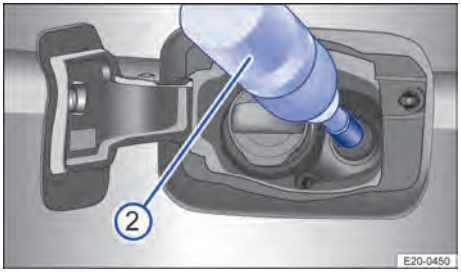

Fig. 181 Detrás de la tapa del depósito de combustible: cargar AdBlue con una botella de recarga (representación esquemática).
2. Coloque la botella de recarga en la boca de llenado de AdBlue® y enrósquela fijamente con la mano → Fig. 181.
3. Presione la botella de recarga en dirección a la boca de llenado y manténgala en esta posición → Fig. 181 ②.